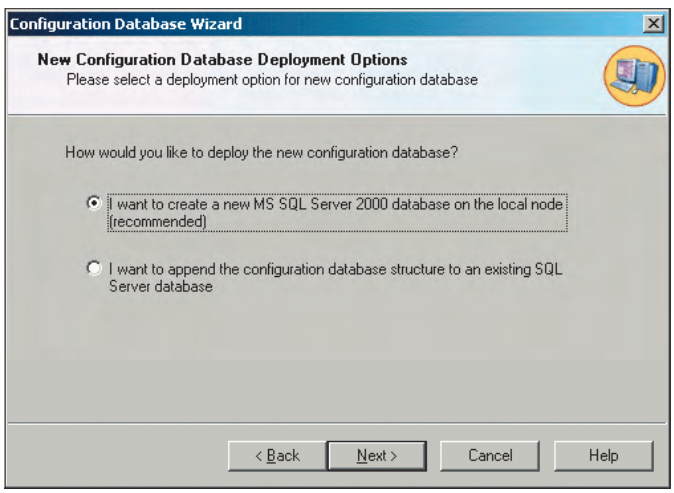

Рис. 1. Выбор опции для новой конфигурационной базы данных — новый файл или добавление к существующему
2. Нажмите кнопку **Next** (Далее). При этом на экран будет выведено окно, показанное на рис. 1, в котором предлагается создать новую конфигурационную базу данных в формате